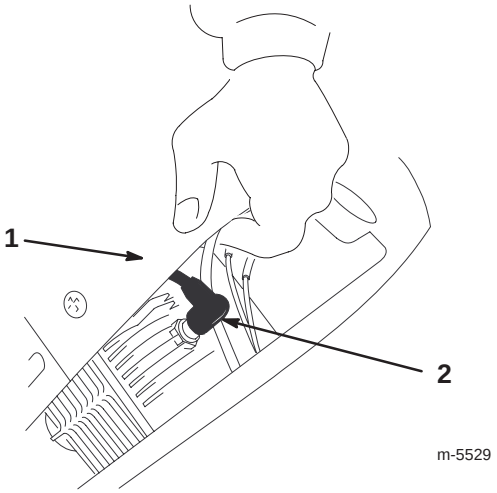

Figur 24
2. Fästskruvar (3)
5. Lyft upp skyddet och koppla loss tändkabeln från tändstiftet (figur 24).